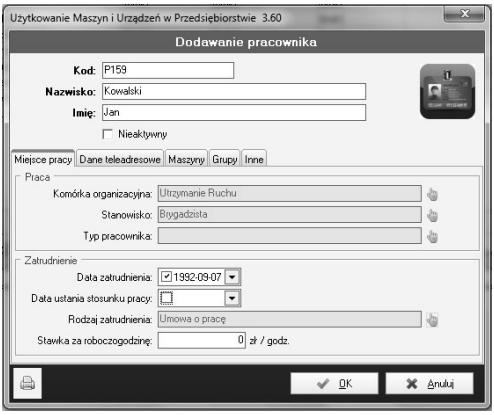

Rys. 3/5.2.1-1 Dodanie nowego pracownika
Aby dodać pracownika, należy wcisnąć przycisk i wypełnić formatkę (rys. 3/5.2.1-1):
- Zakładka **Miejsce Pracy** (rys. 3/5.2.1-2).